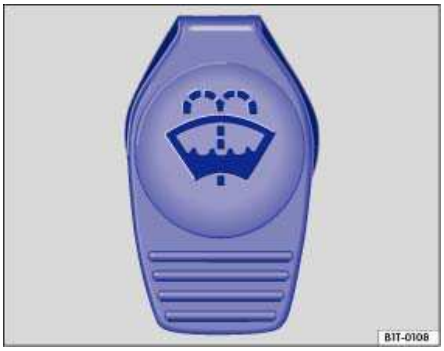

Fig. 89 In the engine compartment: Cap of the windshield washer fluid reservoir.
- The windshield washer fluid reservoir can be identified by the symbol on its cap ⇒ fig. 89.